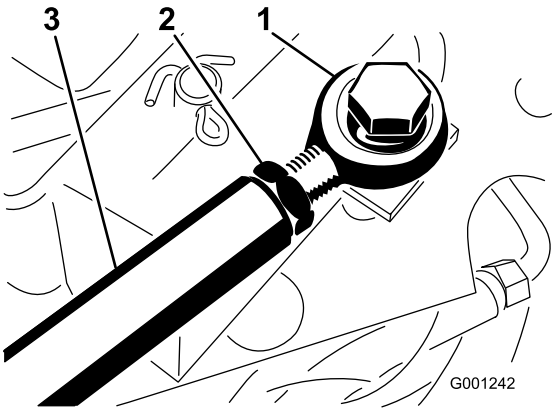

Figur 68
3. Hvis der ønskes yderligere justering, skal traktionsstangen (Figur 68) indstilles som følger: